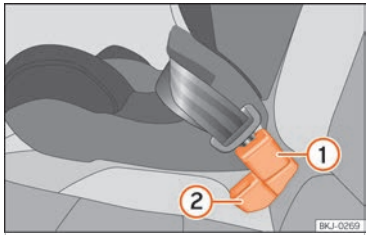

Fig. 43 Posición del cierre del cinturón en el asiento trasero
- Coloque el cierre del cinturón de la plaza central ››› fig. 43 ① detrás del cierre del cinturón de la plaza lateral ››› fig. 43 ②.
- Enganche la lengüeta del cinturón de seguridad de la plaza central en el cierre del cinturón de la plaza central ››› fig. 43 ① hasta oír cómo encaja.
- Para que los cinturones queden correctamente colocados, los cierres no deben retorcerse ››› fig. 43.